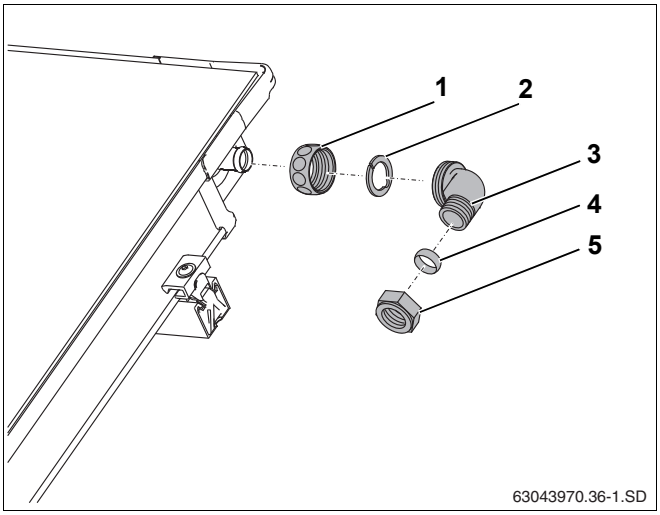

Рис. 57 Монтаж подающей линии (без воздушного клапана на крыше)
- Надеть накидную гайку (рис. 57, **поз. 1**) на штуцер коллектора.
- Уложить зажимную шайбу (рис. 57, **поз. 2**) за выступ штуцера коллектора и нажать на нее.
- Прижать уголок с зажимным кольцом (рис. 57, **поз. 3**) к штуцеру, выровнять и закрутить накидную гайку.